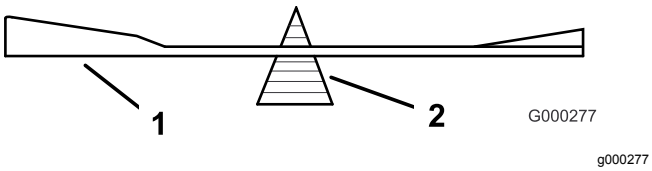

Figur 103
2. Kontroller knivens balance ved at placere den på en afbalanceringsenhed (Figur 103).